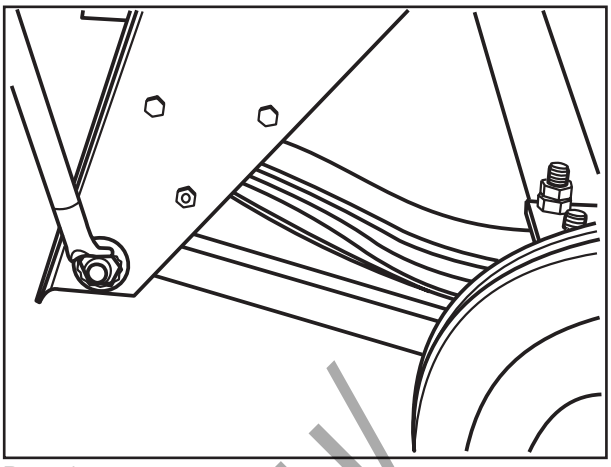

Рис. 1
(1) Прочно установить транспортное средство на козлы, подняв его на раме.
(2) Немного поднять ось при помощи передвижного домкрата и прочно защитить его. Снять колеса.
(3) Выпустить воздух из тормозной системы. Снять пневмопроводы для тормозного цилиндра или мембранного цилиндра (управляемая ось) и тросовый привод для стояночного тормоза.
(4) Отвинтить стопорные гайки (рис. 1) с крепежных болтов левой и правой соединительной тяги.
(5) Вытянуть болты из опор и соединительных тяг.
- исполнение с жесткой соединительной тягой на опоре (рис. 1)